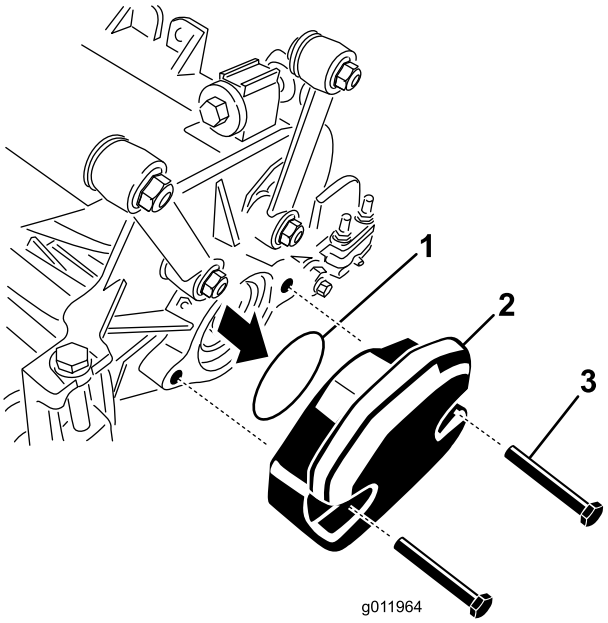

Figur 23
2. Fjern vægten og O-ringen (Figur 23) på den indvendige ende af den højre klippeenhed.